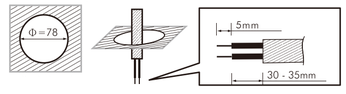

FIG.8
3.4.2.1 Para instalar el detector, por favor, perfore un agujero con diámetro de 78 mm en la placa del techo y mantenga el cable en el exterior. A continuación, consulte la sección "3.4.1.2" a "3.4.1.3" para ver la conexión(See FIG.8).